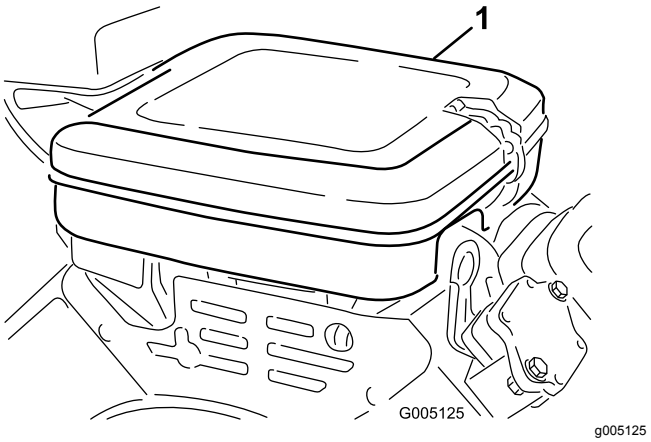

**Figuur 31**
1. Reinig het luchtfilterdeksel (Figuur 31).